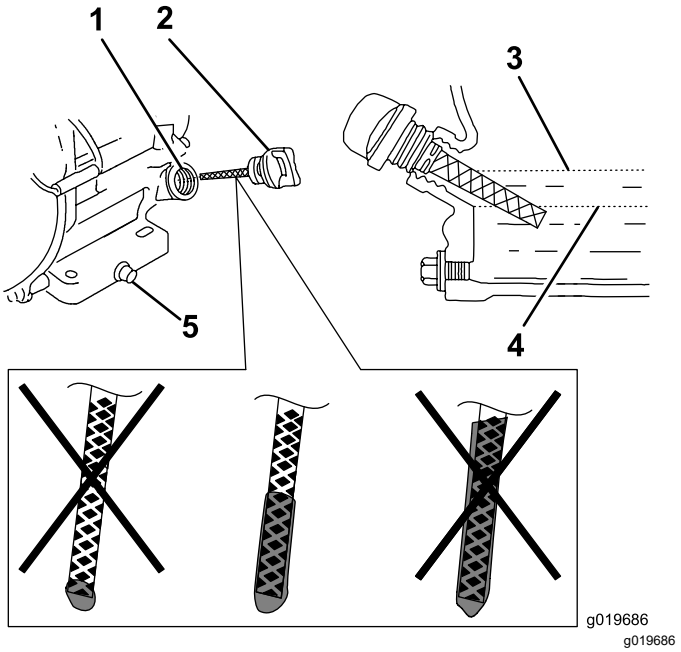

Figur 16
6. Ta ut peilestaven og kontroller motoroljenivået (Figur 16).